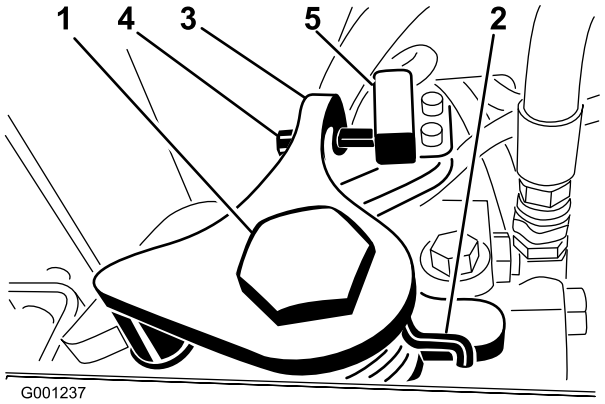

Figuur 56
3. Draai de klemschroef aan de andere kant van de afstelnok van de tractie los (Figuur 56).
7. Draai aan de schroef op de arm voor de terugkeer naar de neutraalstand (Figuur 56) totdat de afstand tussen het uiteinde van de schroef en het schakelaarcontact 2,286–3,048 mm bedraagt.